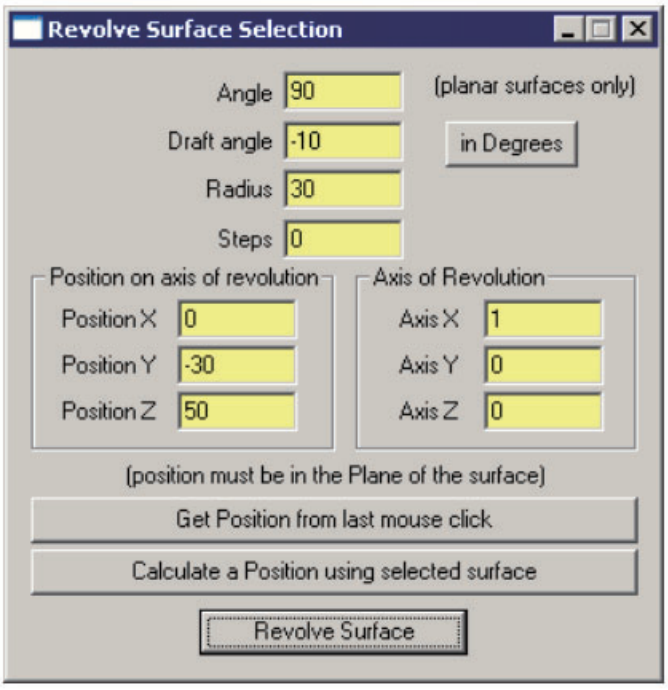

FIGURE 9.36 - The Revolve Surface Selection Dialog Box
8. 次に、**「編集 | サーフェス | 旋回」**を選択して**「サーフェスの旋回の設定」**ダイアログボックスを開き、図 9.36 に示す値を入力します。